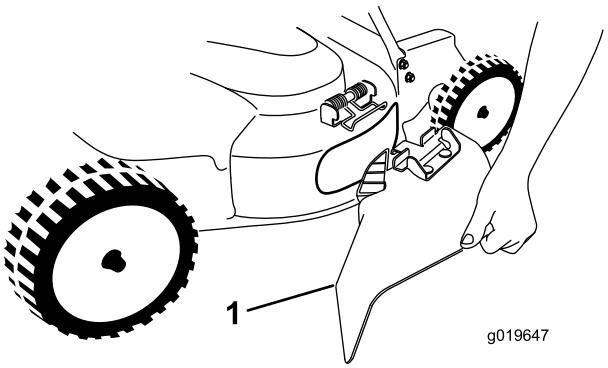

Figuur 21
5. Breng het zijuitwerpkanaal (Figuur 21) aan door de veer omhoog te trekken; breng het kanaal aan over de opening en laat de veer weer zakken over de uitsteeksels bovenop het uitwerpkanaal.